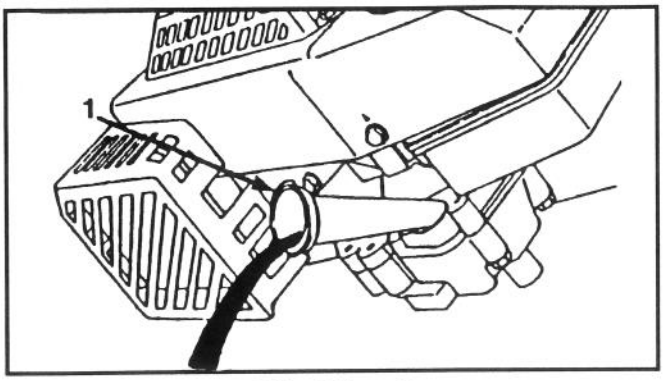

Afbeelding 18
4. Zet de maaimachine op zijn linkerzijkant en laat de olie in de bak lopen (Afb. 18).